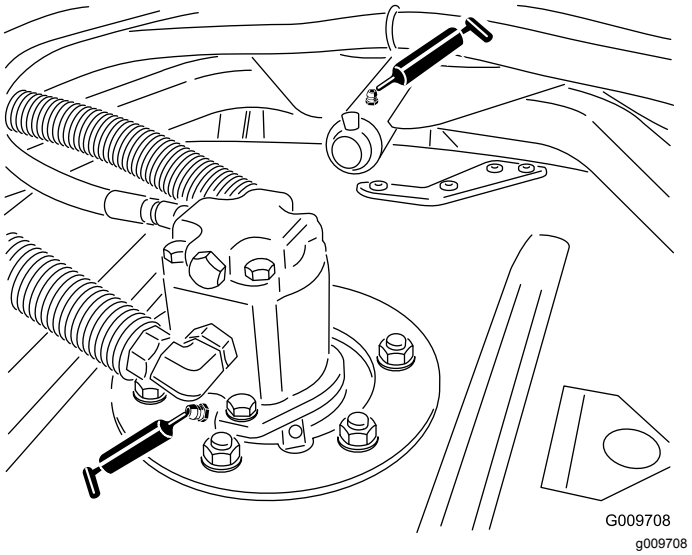

Rysunek 26
- Łożyska wału wrzeciona zespołu tnącego (1 na zespół tnący) (Rysunek 26)
- Tuleje ramienia nośnego zespołu tnącego (1 na zespół tnący) (Rysunek 26)